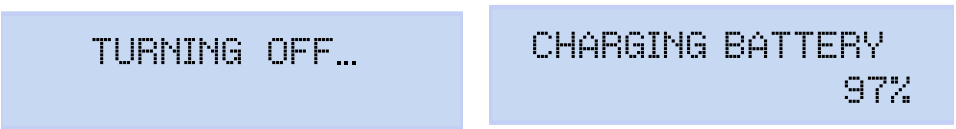

Figura 32: Pantallas de apagado del equipo (2 y 3).
Mientras se realiza el apagado del equipo, aparece la pantalla de la **Figura 32 (2)**, y si el equipo está alimentado se muestra el estado de carga de la batería, **Figura 32 (3).**